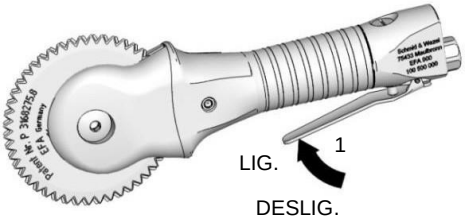

Fig. 6.1 – Alavanca de comutação
O esfolador a ar comprimido está equipado com uma alavanca de válvula (1) para comutar o fluxo de ar comprimido, *consulte a Fig. 6.1*.